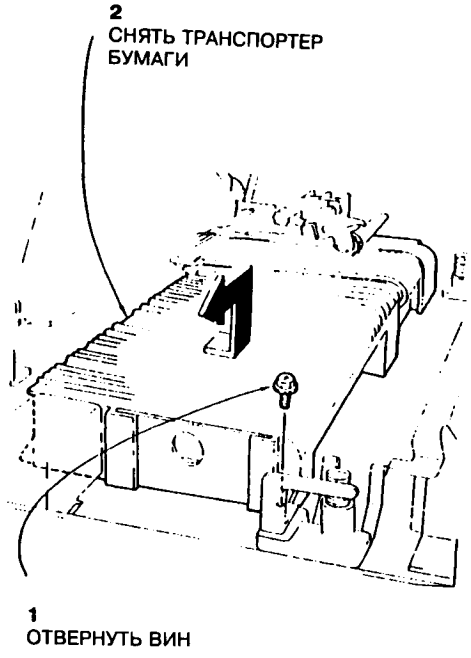

Рис.2 Снятие транспортера бумаги
4. С передней стороны машины отвернуть винт, крепящий транспортер бумаги, а затем снять транспортер бумаги (рис.2).